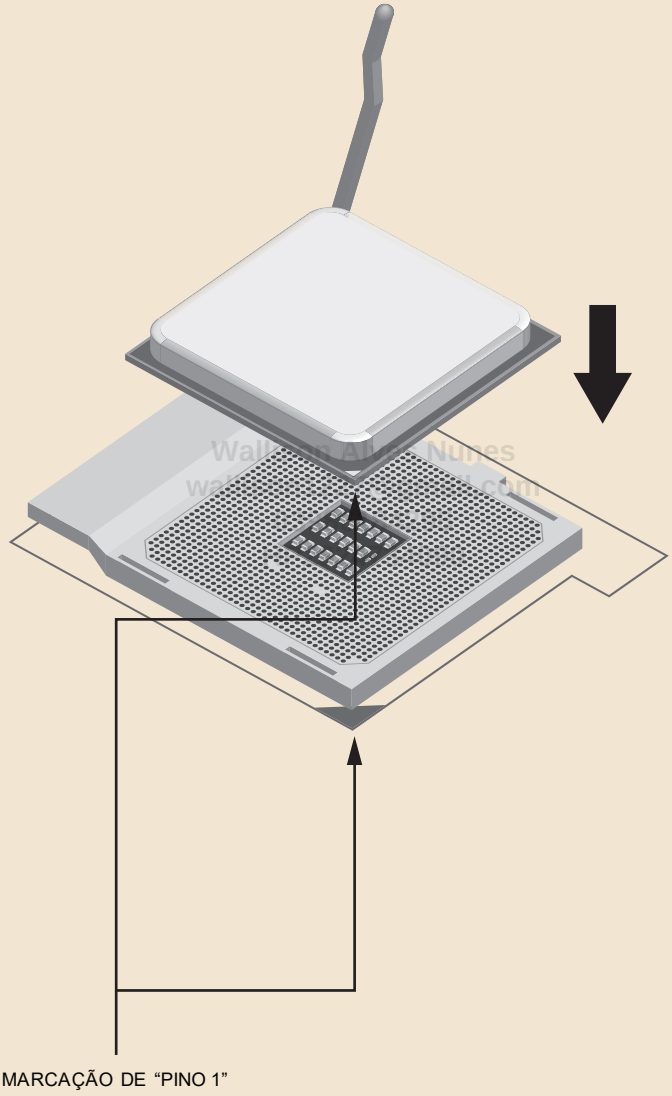

Figura 15.3: Alinhe o processador com o soquete.
2. Posicione o processador acima do soquete de modo que a marcação de pino 1 existente no processador esteja alinhada com a mesma marcação existente no soquete do processador. Ver Figura 15.3.
3. Insira o processador em seu soquete (Figura 15.3). Você não deve fazer força para inseri-lo: ao colocar o processador sobre o soquete e soltá-lo, os pinos praticamente caem dentro dos orifícios. Observe que todas as quatro laterais do processador deverão estar totalmente pressionadas contra o soquete. Se você não conseguir inserir o processador totalmente no soquete, mesmo após verificar que as marcações de pino 1 estão alinhadas, significa que um ou mais pinos dos processadores estão amassados ou tortos (remova o processador e verifique se todos os pinos estão completamente retos, desamassando os pinos problemáticos com uma chave de fendas de precisão e/ou alicate de bico), ou então, você está tentando encaixar um processador em um soquete incompatível.